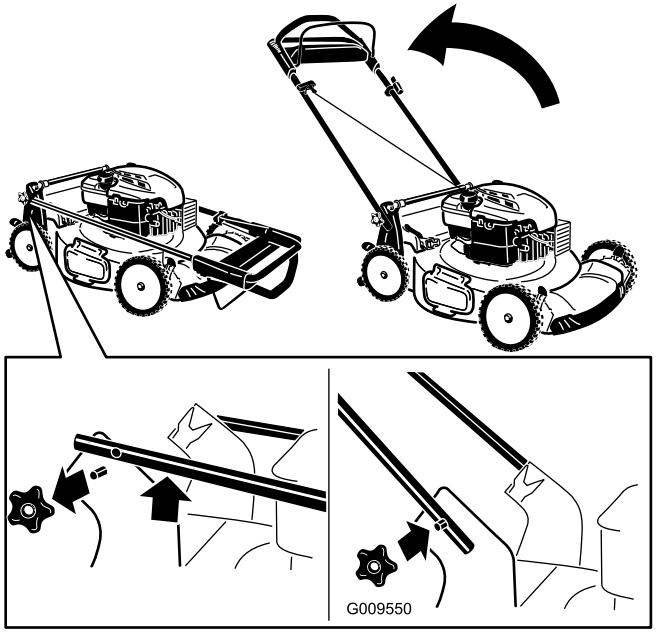

**Figuur 3**
1. Verwijder de handgreepknoppen van de machinebehuizing (Figuur 3).